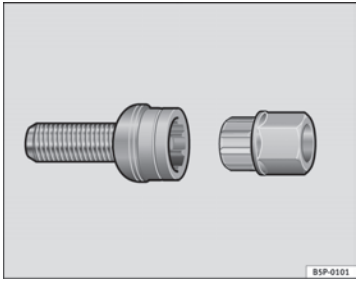

Fig. 187 Anti-theft wheel bolt
– Insert the adapter onto the wheel bolt and push it on as far as it will go ⇒ page 250, fig. 187.